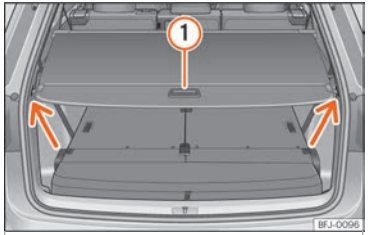

Fig. 152 Nel bagagliaio: pianale del bagagliaio chiuso.
• Tirare la copertura leggermente all'indietro con la maniglia ››› fig. 152 ① ed estrarla dall'ancoraggio tirando verso l'alto (frecce). Far scivolare la copertura in avanti con attenzione.